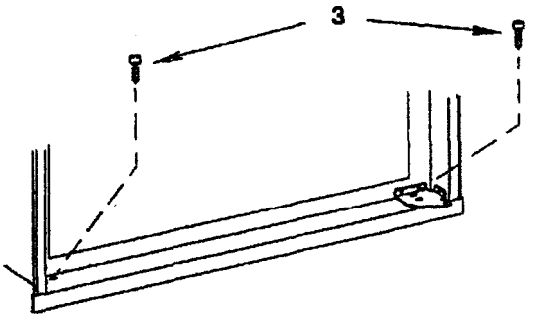

FIG. 6
2. Once the tower front strip is slipped under the hlnge, the part is possible to swing into place as shown in FIG. 6.
One screw through the hinge, snd on the opposite side one screw through the lower front strip. (FIG. 6).